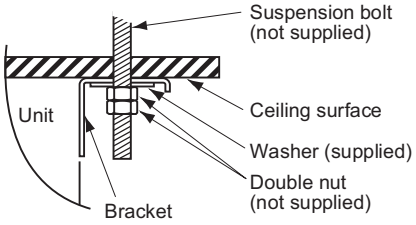

Fig. 1-41
(6) Carry out the preparation for suspending the indoor unit. The suspension method varies depending on whether there is a suspended ceiling or not. (Figs. 1-41 and 1-42)
(7) Suspend the indoor unit as follows:
Stick it onto the ceiling surface. (Fig. 1-41□1-43)